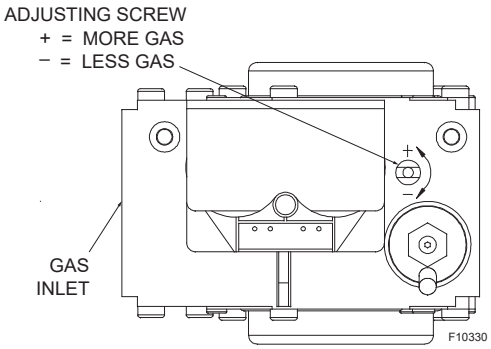

Figure 42. Gas Valve
2. To increase the manifold pressure and increase the ratio of fuel to air turn the adjustment screw counterclockwise (toward the +) (See **Figure 42** For example, a reading of -2.0" WC (-0.5 kPa) can be increased to -1.5" WC (-0.4 kPa) by turning the adjustment screw counterclockwise. Increasing manifold pressure will increase the CO_2 percentage in the flue gases.
3. To decrease the manifold pressure and decrease the ratio of fuel to air turn the adjustment screw clockwise (toward the -) (See **Figure 42**). Decreasing manifold pressure will reduce the CO_2 percentage in the flue gases.